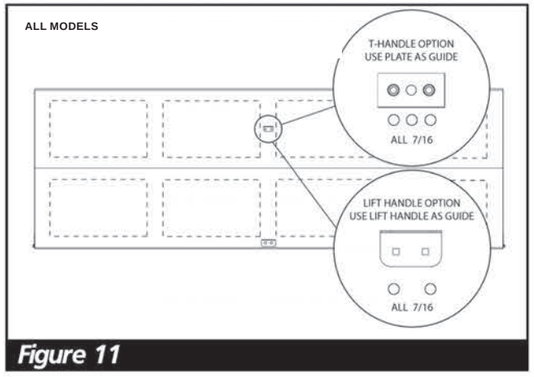

Figure 11
If **ThermoSteel**, **ThermoGuard**, **ThermoSteel 1⅜”**, & Athena, Chalet, Pinnacle, use the lift handle as a template to locate holes in proper position. Reference the “Grip Point Compliance” inset (page 10) and (Fig. 11) to assure proper location. Drill two 7⁄16” holes through the door.
If **ThermoSteel**, **ThermoGuard**, or **ThermoSteel 1⅜”** & Athena, Chalet, Pinnacle, use the back plate, (Fig. 12 a item 8 and Fig. 11) as a template to locate holes in proper position.